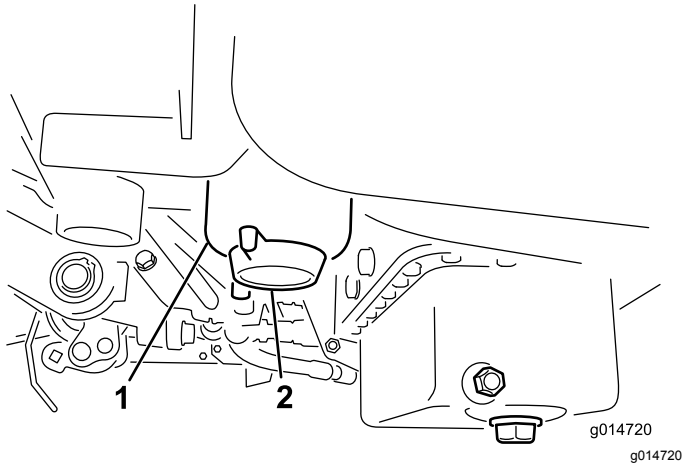

Rysunek 42
2. Oczyść obszar wokół miejsca zamontowania filtra (Rysunek 42).
4. Odkręć korek spustowy filtra (Rysunek 42).